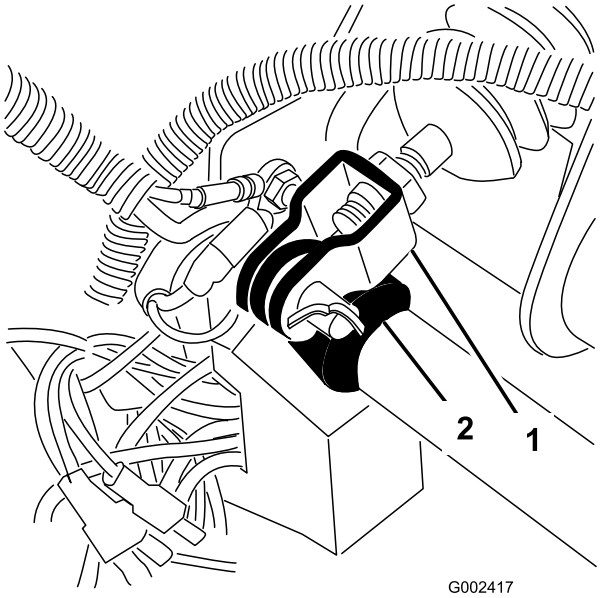

Figur 64
1. Ta bort saxpinnen och sprintbulten som fäster huvudcylinderoket vid bromspedalstappen (Figur 64).